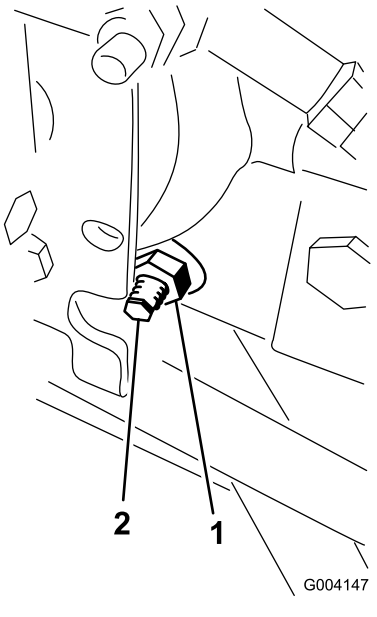

Figuur 89
3. Draai de borgmoer op de afstelnok van de tractie, rechts van de hydrostaat, los (Figuur 89).